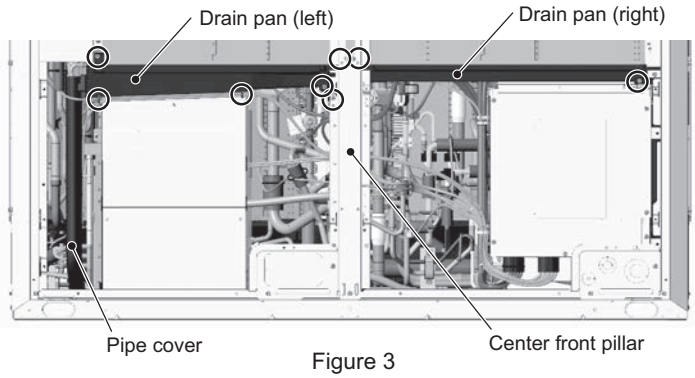

Figure 3
(3) Remove pipe cover. (See Figure 3.)
(4) Unscrew the two screws from the center front pillar. (See Figure 3.)
Remove the left drain pan by unscrewing the two screws and cutting the two cable ties. (See Figure 3.)
(5) Remove the right drain pan by unscrewing the 2 screws. (See Figure 3.)